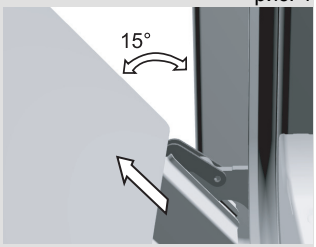

рис. 2
- Медленно закрывайте дверцу, пока фиксаторы не упрутся в прорези на дверце. Приблизительно при 15° (относительно закрытой дверцы) дверцу немного приподнимите и извлеките из гнезд шарниров на корпусе прибора (рис. 2).